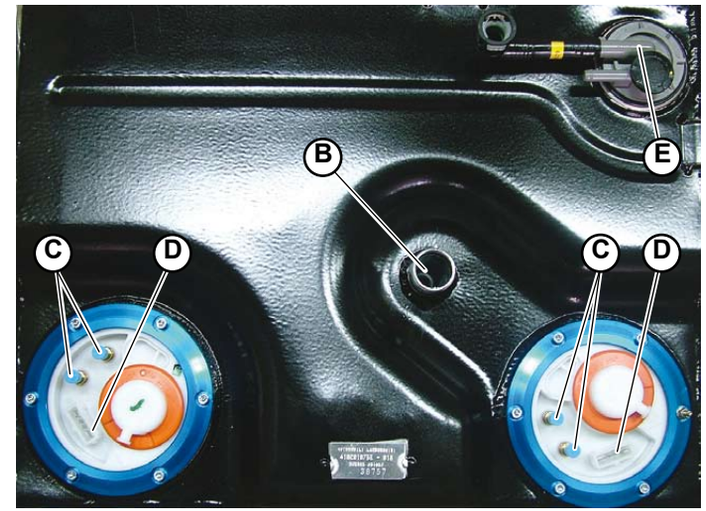

Fig.2
1. Disconnect the upper fuel delivery pipe (**B-Fig.2**).
3. Disconnect the tank from the fuel delivery and return pipes (**C-Fig.2**) and from the connectors (**D-Fig.2**) of the two fuel pumps.
4. Disconnect the fuel anti-evaporation valve (**E-Fig.2**).